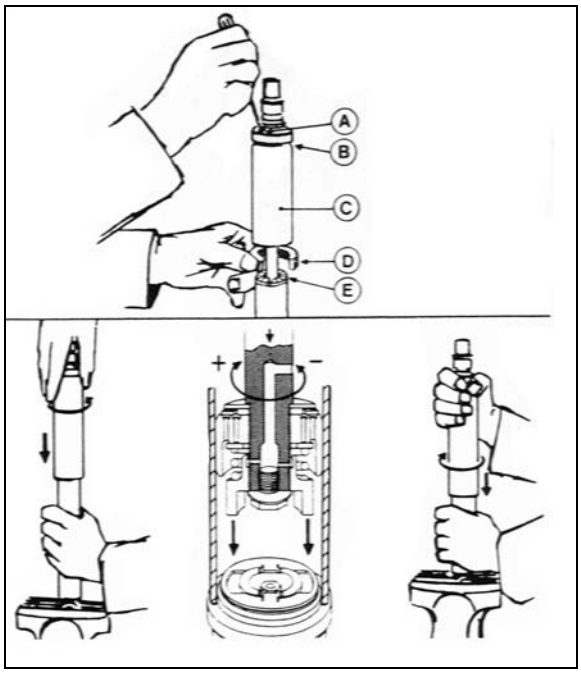

FIGURE 26: DAMPER
To adjust opening and closing cycle speed on damper (Figure 26):
2. Fully close the damper while turning the dust cap or piston rod slowly CCW until it is felt that the cams of the adjusting nut engage in the recesses of the foot valve assembly (Figure 26).
*Where a bump rubber was installed, refit same inside the dust cap and by fully closing the damper, the rubber will seat again at top of the dust cap. Refit the split plastic collar E (*Figure 26*)*